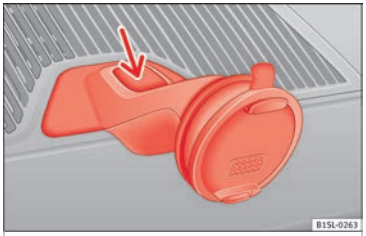

Fig. 157 Remove the navigator holder
- Press the holder release button ››› Fig. 157 (arrow).